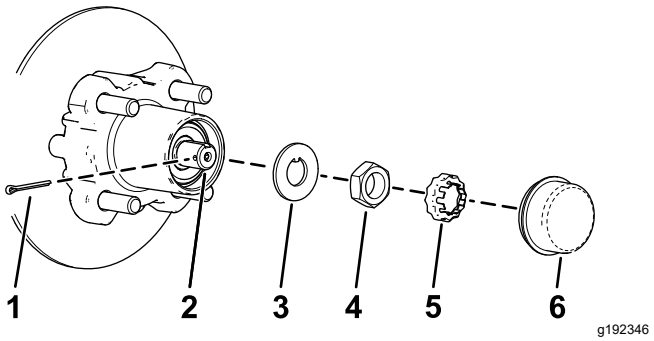
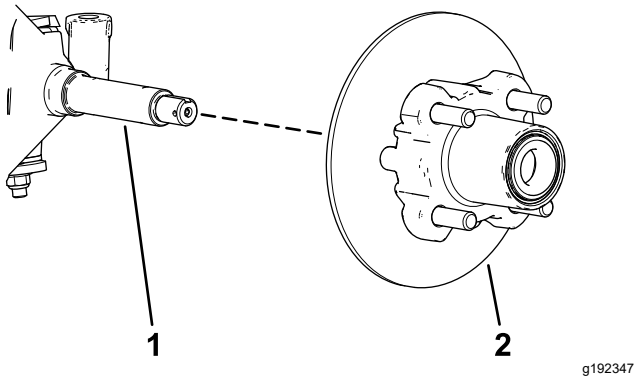

Figura 35
Figura 36
4. Retire el tapón guardapolvo del cubo (Figura 35).
5. Retire la chaveta y el retén del eje/tuerca del eje (Figura 35).
6. Retire la tuerca del eje, y separe el conjunto de cubo y rotor del eje (Figura 35 y Figura 36).